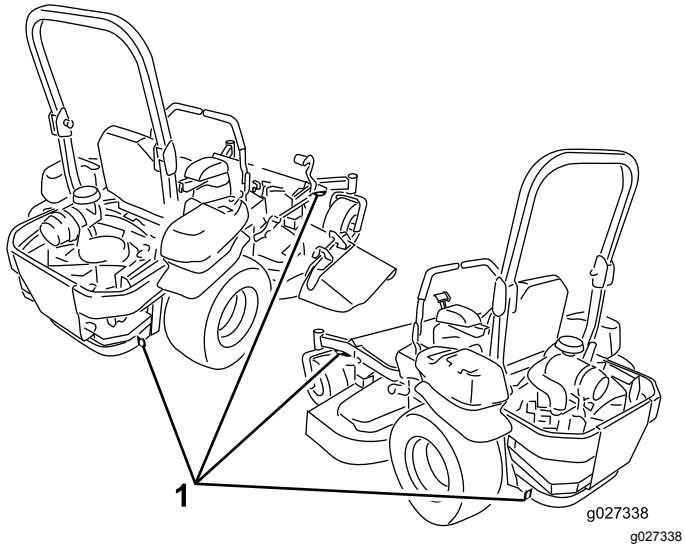

Figuur 46
6. Zet de machine vast bij de voorste zwenkwielen en de achterbumper; gebruik hierbij spanbanden, kettingen, kabels of touwen (Figuur 46). Raadpleeg de lokale vereisten inzake de bevestiging van machines.